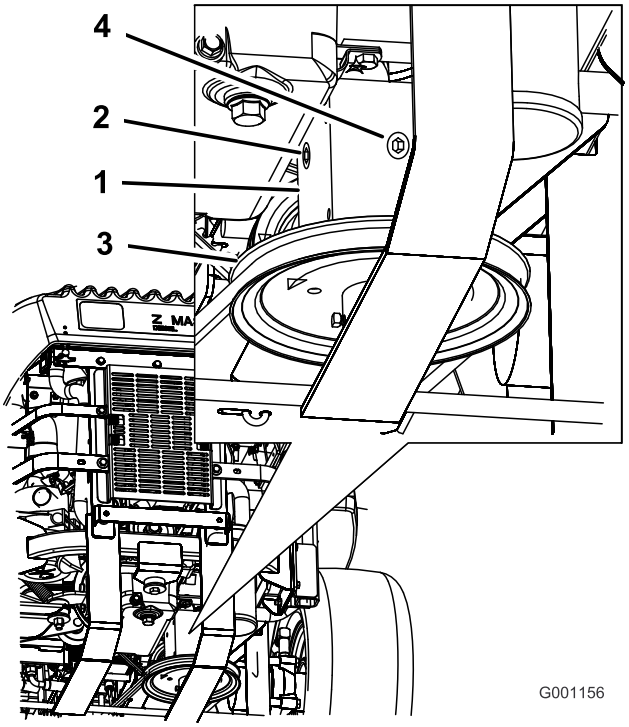

Figur 56
4. Ta bort pluggen på växellådans sida eller baksida (Figur 56).